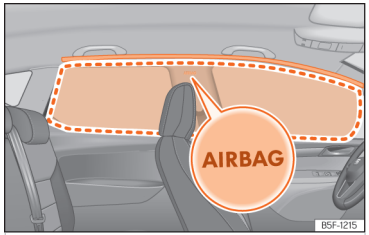

Abb. 34 Einbauort und Entfaltungsbereich des Kopfairbags.
Die Kopfairbags befinden sich zu beiden Seiten im Innenraum oberhalb der Türen ››› (Abb. 34) und ihre Einbauorte sind mit dem Schriftzug „AIRBAG“ gekennzeichnet.
Der eingerahmte Bereich wird vom auslösenden Kopfairbag erfasst (Entfaltungsbereich) ››› (Abb. 34). Deshalb dürfen in diesen Bereich niemals Gegenstände abgelegt oder befestigt werden ››› ⚠.
- **Stellen Sie sicher, dass Kinder richtig in ihren Sitzen sitzen und ihren Kopf nicht in den Entfaltungsbereich der Kopfairbags halten ››› (Abb. 34), da sie beim Auslösen der Airbags von diesen getroffen werden und schwere Verletzungen erleiden könnten.**